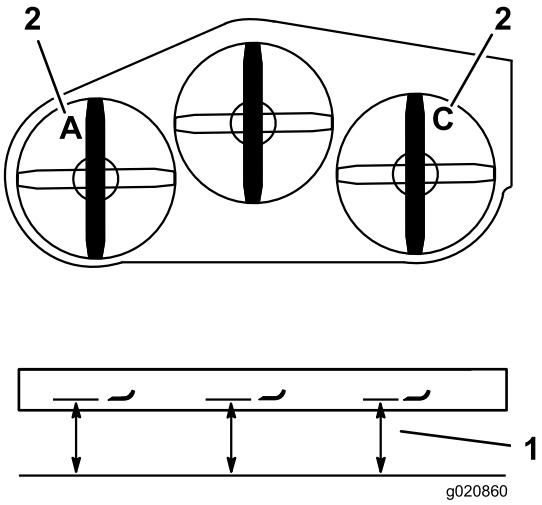

**Figuur 86**
3. Meet het linkermes bij punt **A**. Meet de afstand tussen een horizontaal oppervlak en de snijrand van het maaimes en noteer deze afstand (Figuur 86).
4. Meet het rechtermes bij punt **C**. Meet de afstand tussen een horizontaal oppervlak en de snijrand van het maaimes en noteer deze afstand (Figuur 86).
3. Meet het rechtermes bij punt **C**. Meet de afstand tussen een horizontaal oppervlak en de snijrand van het maaimes en noteer deze afstand (Figuur 86).